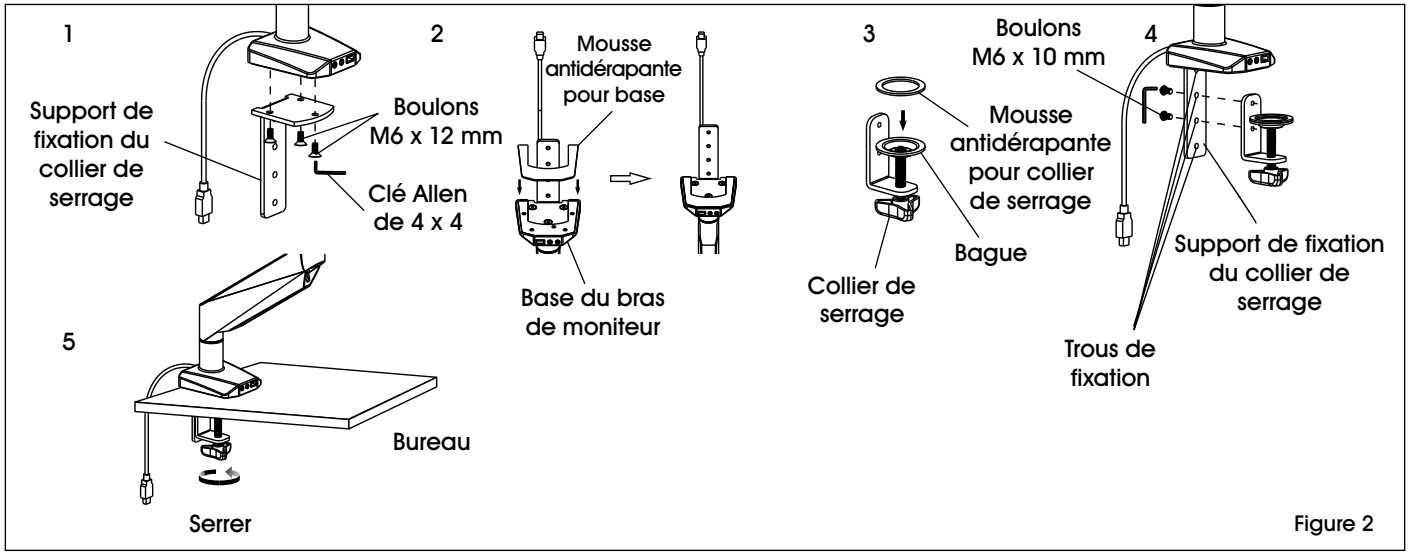

Figure 2
1. Fixez le support de fixation du collier de serrage (2) au bas de la base du bras de moniteur à l'aide de boulons M6 x 12 mm (C) et d'une clé Allen de 4 x 4 (F). (Voir Figure 2)
2. Appliquez de la mousse antidérapante pour base (5) sur le dessous de la base du bras de moniteur.
3. Appliquez de la mousse antidérapante pour collier de serrage (4) sur la bague du collier de serrage (3).
4. Fixez le collier de serrage (3) au support de fixation du collier de serrage (2) à l'aide de boulons M6 x 10 mm (D) et de la clé Allen de 4 x 4 (F).